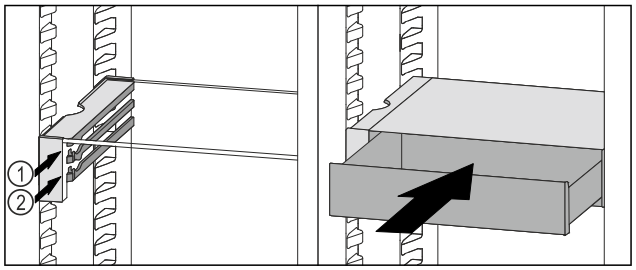

Fig. 136
▶ Placer le tiroir VarioSafe derrière les butées sur la nervure désirée *Fig. 136 (1)* ou *Fig. 136 (2)*.